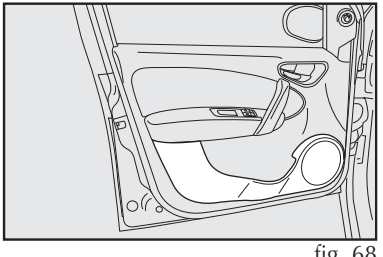

fig. 68
- painéis de portas **fig. 68**;